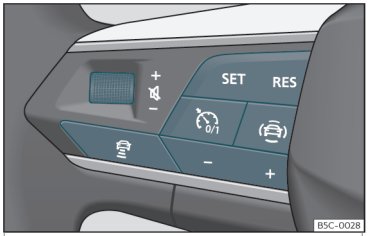

Fig. 159 Sul volante multifunzione: tasti di comando dell'ACC
Il veicolo è dotato di ACC se possiede un menu di configurazione nel sistema di infotainment››› pag. 93, e se hai i tasti della funzione ACC sul volante multifunzione››› fig. 159.
- Per avviare la regolazione premere il tasto **SET**>>> **fig. 159** .
Per programmare la velocità premere i tasti **+** o **–**>>> **fig. 159** fino alla velocità desiderata. La velocità viene regolata secondo intervalli di 10 km/h (5 mph).
- Premere il tasto e dopo il tasto **+** o **–** >>> **fig. 159**.